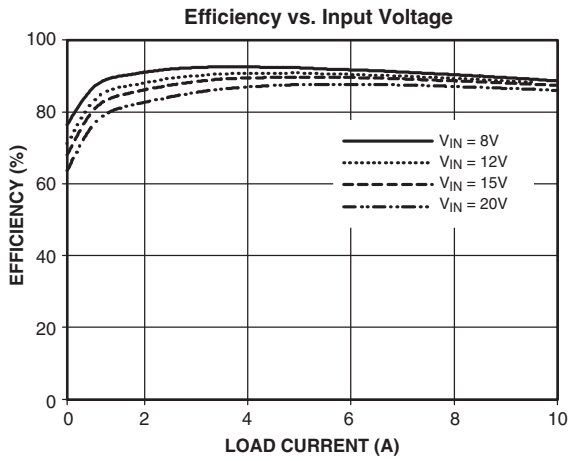

Figure 19. 1.5V PWM Efficiency
The clock frequency on the oscillator is set using an external resistor connected between R(T) pin and ground. The frequency follows the graph, as shown in Figure 19. The minimum clock frequency is 200KHz, which is when R(T) pin is left open. Select the value of R(T) as shown in the equation below. This equation is valid for all F_{OSC} > 200KHz.